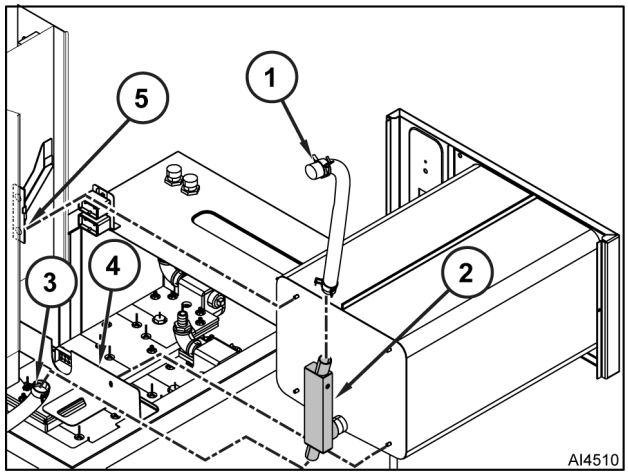

Fig. 49
B. Remove vent hose (1, Fig. 49) from vent weldment (2).
C. Remove drain hose (3) from bottom of vent weldment (2).
13. Remove nuts that secure cooking compartment to cross frame (4).
14. Remove nuts that secure cooking compartment to bracket (5).